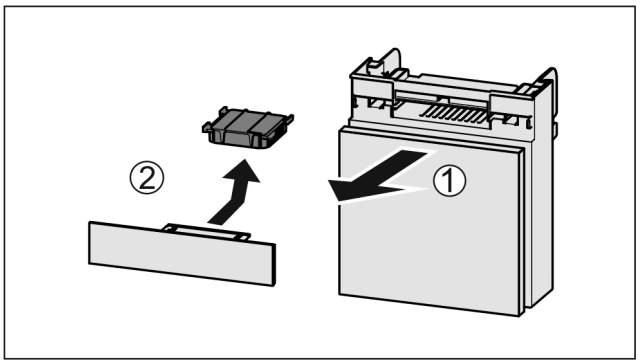

Fig. 179
▶ Lade vanaf de voorkant eruit trekken *Fig. 179 (1)*.
▶ Actiefkoolfilter verwijderen *Fig. 179 (2)*.